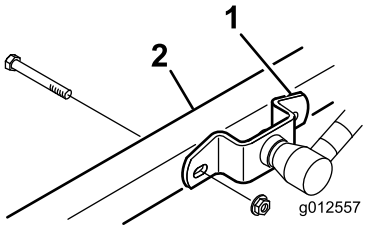

**Figur 2**
3. Sænk klippeenheden, og afmonter de fire bolte og møtrikker, der fastgør løftearmsbeslagene til styrehjulsarmene (Figur 2).